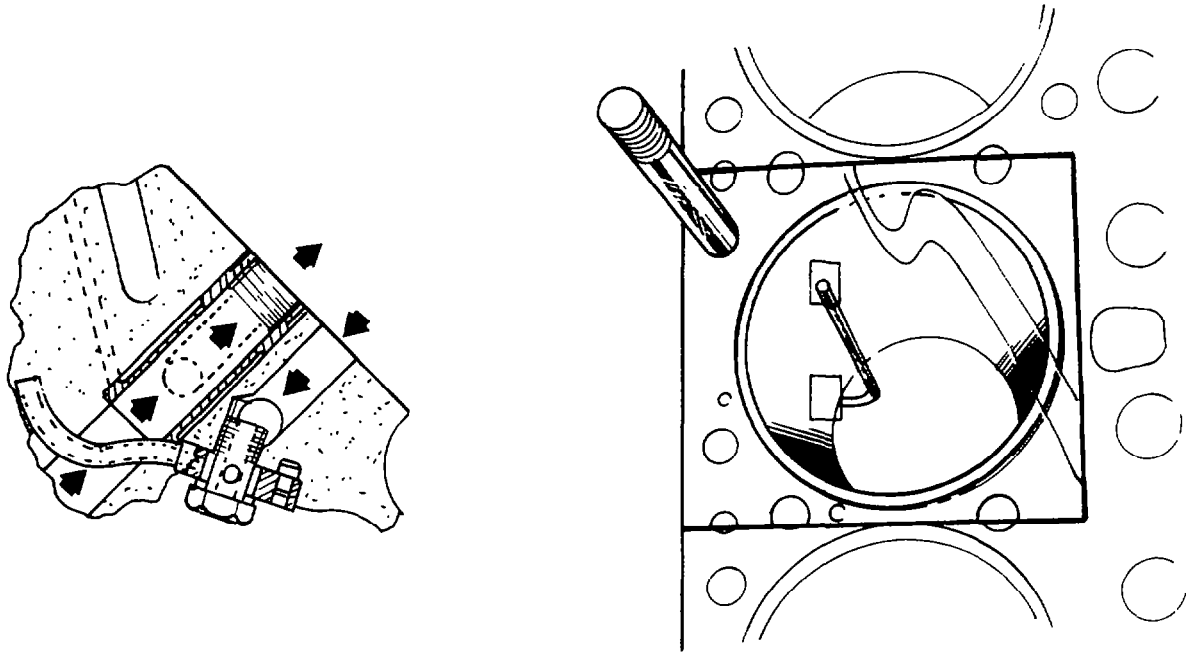

Fig. 58 — Aligning Oil Spray Nozzles
b. Using tool J-22963 check that the nozzles are correctly aimed (see fig. 58).